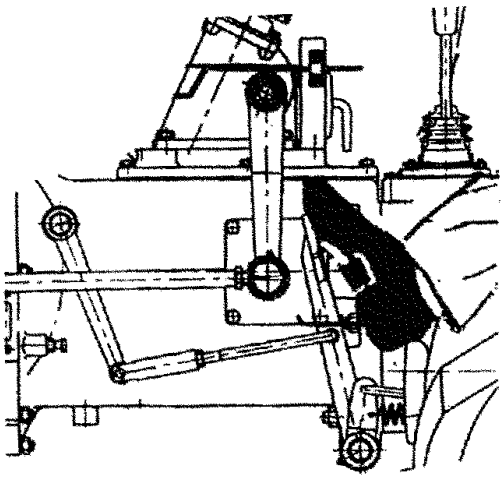
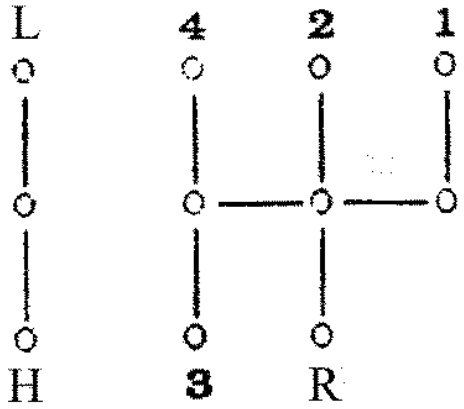

Fig.4-9 Separating the Clutch
Fig.4-10 Gears of the Main and Auxiliary Gearshift Levers
b. When shifting gears, first of all, step down the clutch pedal to have the clutch disengaged (see fig.4-9). After the tractor stops the gearshift lever of the gearbox should be smoothly put to the required gear positions. If the required gear can not be reached, engage and disengage the clutch again to get the gear. The gear shifting position of gearbox is shown in Fig.4-10.